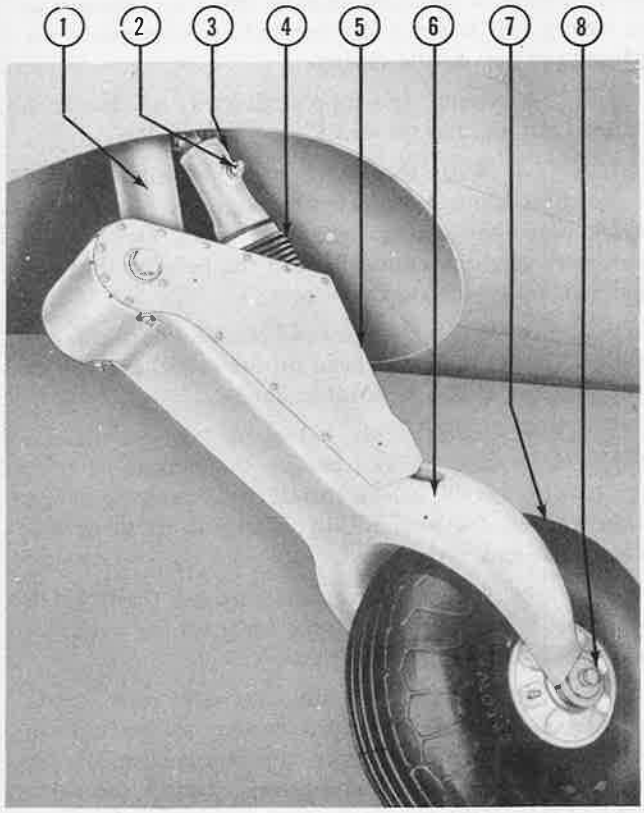

Figure 182—Tail Wheel Gear Installed
(8) LANDING-GEAR SIGNAL SYSTEM.—The landing-gear signal system consists of a warning horn and red and green indicator lamps. The indicator lamps are located on the right side of the instrument panel. The warning horn, located on the left wall of the pilots' compartment to the left of the pilot's seat, sounds if either throttle is in the low rpm position when the landing gear is extended and unlatched, or when the gear is retracted, or when the landing-gear control valve handle is not in the "NEUTRAL" position. When the landing gear is latched down and the landing-gear control valve handle is in the "NEUTRAL" position, the green lamp will be lighted. If the landing gear is retracted, or the landing gear is extended and unlatched, or the landing-gear control valve handle is not in the "NEUTRAL" position, the red lamp will be lighted. For all other information about the landing-gear signal system, refer to this section, paragraph 14. *d.*(11)*(a)3.*
c. TAIL WHEEL GEAR. *(See figures 182 and 186.)*
(1) DESCRIPTION.—The tail wheel gear is full swiveling and consists of a spindle, fork, wheel and tire, and air-oil shock absorber. The tail wheel gear is de-